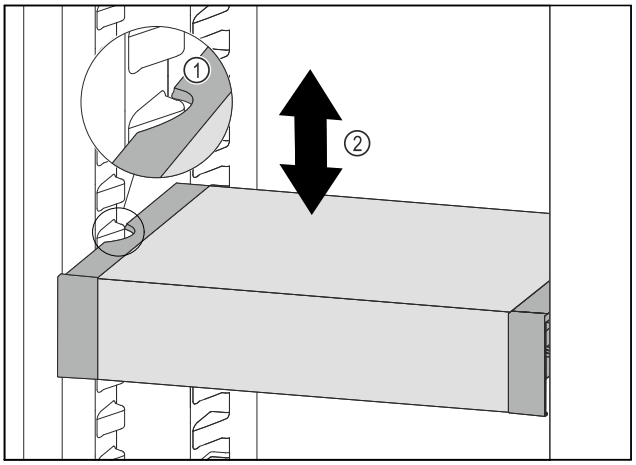

*Fig. 179*
▶ Trageți în față VarioSafe, până când degajările laterale ale VarioSafe se află la înălțimea nervurii recipientului din frigider. *Fig. 179 (1)*
▶ Mișcați în sus sau în jos VarioSafe în frigider, până când este atinsă înălțimea dorită. *Fig. 179 (2)*